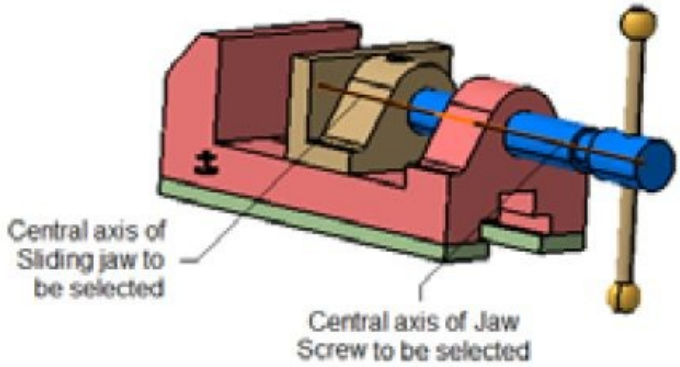

Figure 16-64 *Axes to be selected for creating the Revolute joint*
2. Select the central axis of the Jaw Screw, as shown in Figure 16-64; you are prompted to select the second line.
3. Select the central axis of a hole from the Sliding Jaw, refer to Figure 16-64; you are prompted to select the first plane.